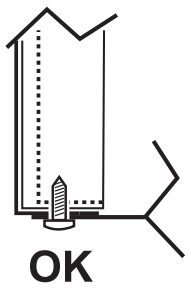

fig. 17 - montim me vida të poshtme
3. Vazhdoni në mënyrë të kundërt për të rimontuar panelin e përparmë. Sigurohuni që të jetë fiksuar siç duhet në panelin e sipërm dhe të mbështetet plotësisht në panelet anësore. Koka e vidës "A", pasi të shtrëngohet, duhet të pozicionohet siç tregohet në "fig. 17 - montim me vida të poshtme").